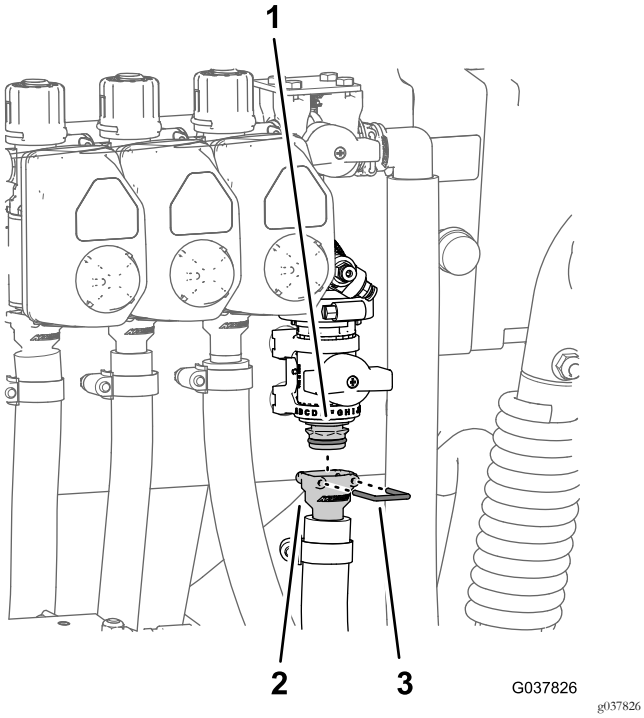

Figura 98
2. Monte el acoplamiento dentado recto de la manguera en el acoplamiento rápido de la válvula de cierre (Figura 98).
3. Sujete el acoplamiento dentado recto y el acoplamiento rápido con la horquilla de retención suministrada con el acoplamiento rápido de la manguera (Figura 98).